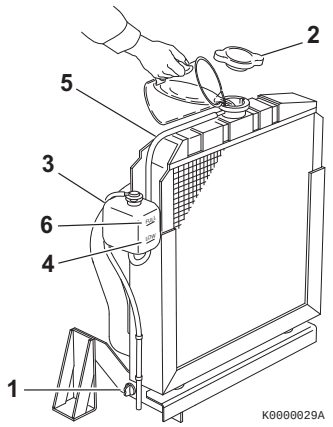
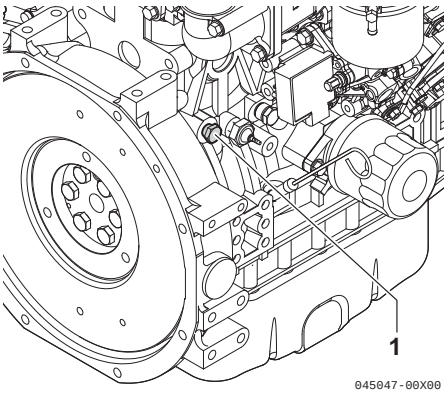

Figure 5
Figure 6
1. Check to be sure the radiator drain plug is installed and tightened or the drain valve **(Figure 5, (1))** is closed. Also make sure the coolant drain plug **(Figure 6, (1))** in the cylinder block is closed.
2. Remove the radiator cap **(Figure 5, (2))** by turning it counterclockwise about 1/3 of a turn.
4. Reinstall the radiator cap **(Figure 5, (2))**. Align the tabs on the back side of the radiator cap with the notches on the engine coolant filler port. Press down and turn the cap clockwise about 1/3 of a turn.
5. Remove the cap of the reserve tank **(Figure 5, (3))**, and fill it to the LOW (COLD) mark **(Figure 5, (4))** with engine coolant. Reinstall the cap.
6. Check the hose **(Figure 5, (5))** that connects the reserve tank **(Figure 5, (3))** to the radiator. Be sure it is securely connected and there are no cracks or damage. If the hose is damaged, engine coolant will leak out instead of going into the reserve tank.
7. Run the engine until it reaches operating temperature. Check the level of engine coolant in the reserve tank When the engine is running and the engine coolant is at normal temperature, the coolant level in the reserve tank should be at or neat the FULL (HOT) mark **(Figure 5, (6))**. If the coolant is not at the FULL (HOT) mark, add coolant to the reserve tank to bring the coolant level to the FULL (HOT) mark.
1. Check the level of engine coolant in the reserve tank. When the engine is cold, the coolant level in the tank should be at or slightly above the LOW (COLD) mark **(Figure 5, (4))** on the coolant reserve tank.
If the coolant level is at the FULL (HOT) mark **(Figure 5, (6))** when the engine is cold, the coolant will expand when it becomes hot and possibly spray out of the overflow hose.